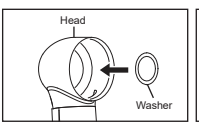

Fig. 8
8) Inser a new washer into the head (Fig. 8).